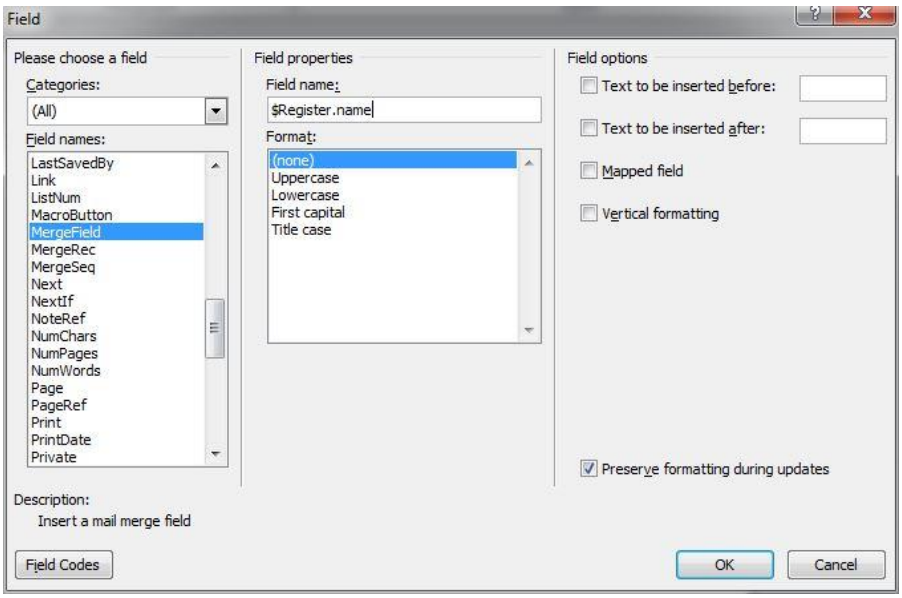

Figure 12 Entering field name.
- Enter a field name, e.g. **$Register.name**, as shown in Figure 12, and click on OK.